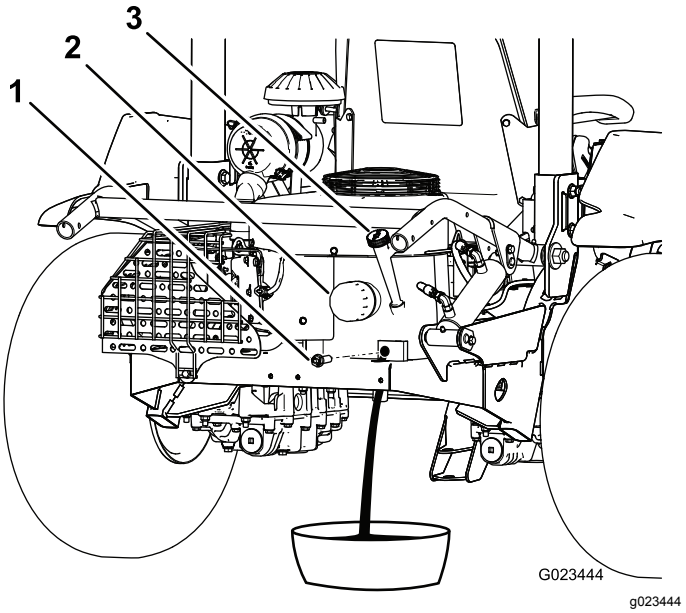

Figuur 39
3. Verwijder de aftapplug (Figuur 39) en laat de olie in een geschikte opvangbak lopen. Als er geen olie meer naar buiten stroomt, plaatst u de aftapplug terug.